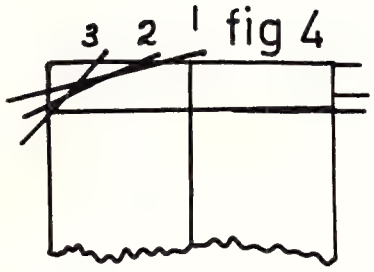

fig 4
2. Carefully shape the roof with a plane in the order shown in Fig. 4, check the ends of the block regularly to ensure uniformity. **Do not** plane down to the line on the ends of the block.